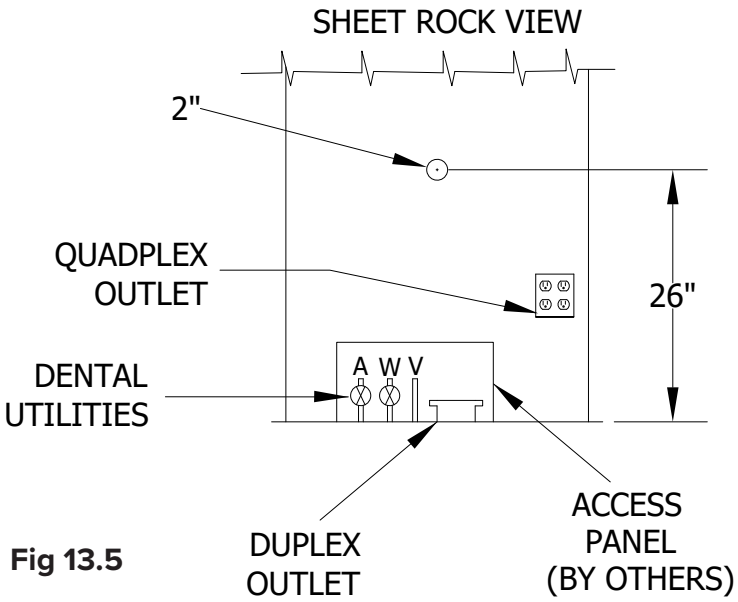

Fig 13.5
1. Refer to Fig 13.5 for location of 2" hole for the snoot.